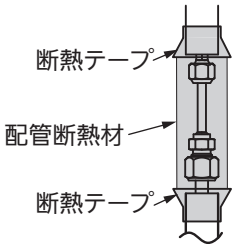

図 6
6. フレアナット・配管接続部に付属の配管断熱材を巻きつけた後、接続部の隙間に付属の断熱テープを巻いてください。（図 6）